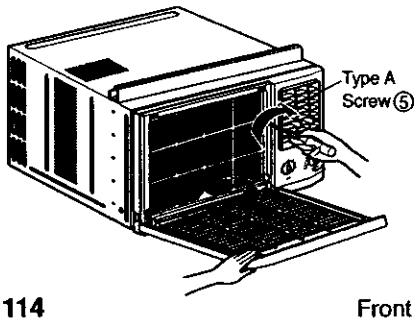

Figure 114 Front Installation
- Open the filter door. (See Figure 114)
- Install the TYPE A screw ⑤ through the front grille. (See Figure 114)